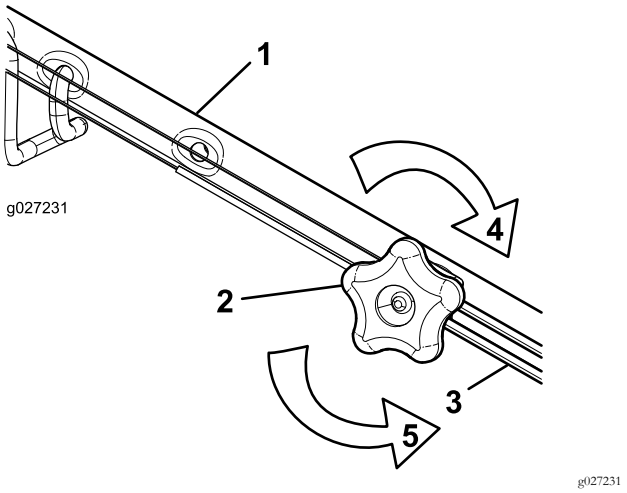

**Rysunek 33**
1. Obróć pokrętło regulacyjne w kierunku przeciwnym do ruchu wskazówek zegara, aby poluzować mocowanie linki (Rysunek 33).
2. Wyreguluj naprężenie linki (Rysunek 33) pociągając ją do tyłu lub popychając do przodu i przytrzymując w tym położeniu.